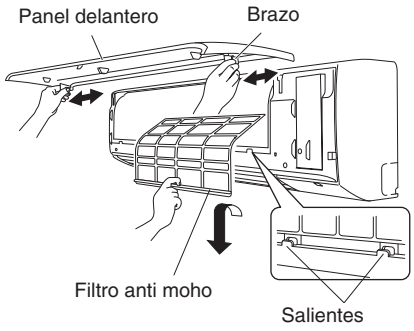

Fig. 3-12
(1) Abra el panel delantero hasta que esté en posición casi horizontal. Agarre las secciones que se encuentran dentro de los brazos del panel delantero de ambos lados y, a continuación, extraiga el panel empujando los brazos hacia el exterior mientras tira del panel hacia usted. Si le resulta difícil quitar el panel delantero, agarre ambos extremos y elévelo ligeramente. Desplácelo hacia la izquierda y desbloquee el brazo izquierdo. A continuación, desplácelo hacia la derecha y desbloquee el brazo derecho. (Fig. 3-12)
(2) Eleve levemente hacia arriba el filtro anti moho para desbloquearlo de los salientes de la unidad y, a continuación, empuje hacia abajo para extraer el filtro de la unidad. (Fig. 3-12)